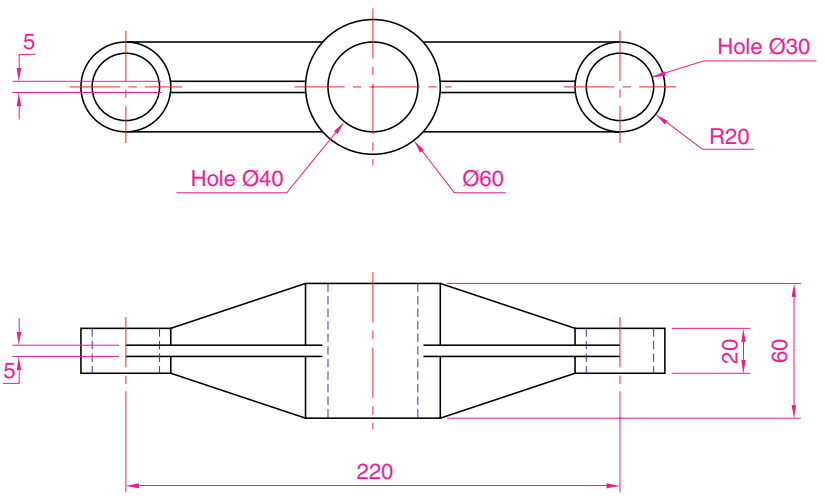

Fig. 15.21 First example – **Slice** – the two-view drawing
1. Construct a 3D model of the rod link device shown in the two-view projection in Fig. 15.21 on a layer colour green.